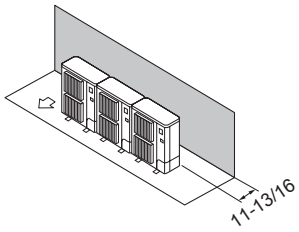

Fig. 2-11
① Obstacles à l'arrière (Fig. 2-11)